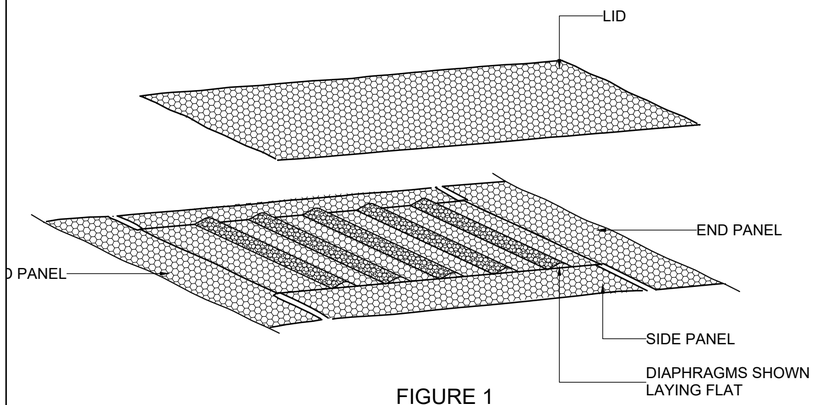

FIGURE 1
1. UNFOLD EACH GABION (THE MATTRESS UNIT AND THE LID PANEL) ON A HARD FLAT SURFACE. STRETCH IT OUT AND STAMP OUT ANY UNNECESSARY CREASES (FIGURE 1).